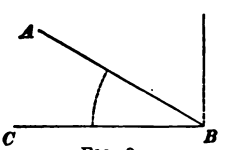

FIG. 9.
27. An **acute angle** is less than a right angle. $A\,B\,C$, Fig. 9, is an acute angle.